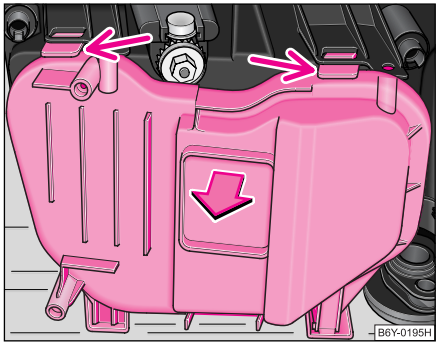
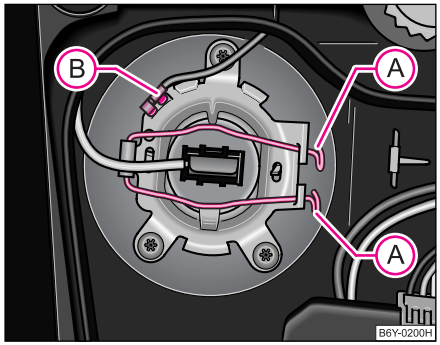
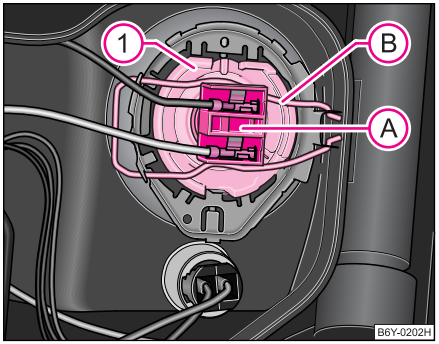

Fig. 165 Capacul de protecție al farului - față
Fig. 167 Demontarea becului luminii de drum ▶
Fig. 169 Demontarea becului luminii de întâlnire
– Apăsați arcul în jos şi demontați capacul de protecție ⇒ fig. 165.
– Scoateți capacul de pe partea posterioară a farului ⇒ pagina 227, fig. 165.
– Deconectați fişa electrică (B).
– Apăsați împreună mânerul de sârmă (A) al suportului becului şi rabatați-l.
– Conectați fişa electrică (B) ⇒ pagina 227, fig. 167.
– Decuplați ştecărul (A).
– Deblocați mânerul de sârmă (B) în jos şi rabatați-l în lateral.
– Scoateți becul (1) şi înlocuiți-l cu unul nou, astfel încât elementele de fixare ale reflectorului să se fixeze în locaşurile corespunzătoare.
– Cuplați ştecărul (A) ⇒ fig. 169.